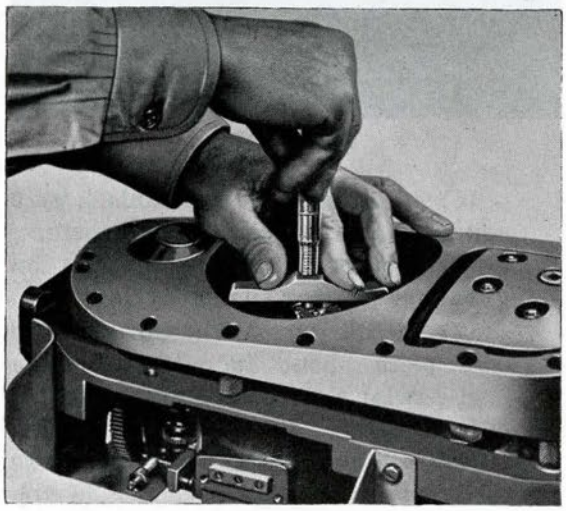

Figure 257
(1) Ascertain that gyro is properly seated on its upper bearing, with balls "I" contacting curved path of the outer race "G".
(2) Install adjusting-body assembly: "D", "E", "F", and "P" in bottom bearing holder "C".
(3) Set up on adjusting body until no vertical play can be felt between upper bearing (at "G-1") and lower bearing (at "P-1"). **(204)**
(4) Place micrometer depth gage with the base resting on the flat face of plug "E". (See Fig. 255, also Fig. 257). **(WE9)**